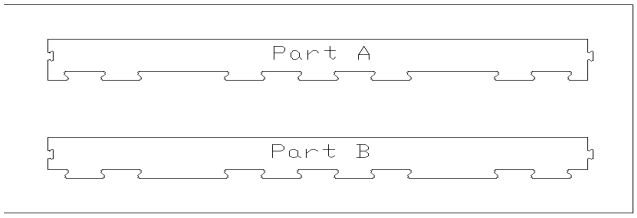
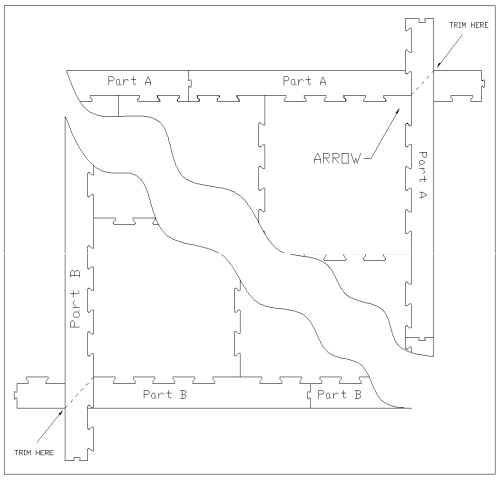

Figure 1
Figure 2
- **b.** Starting with Part A (Fig. 1), align the interlocking tabs of the reducer strip to the interlocking tabs of the tile (Fig. 2).
- **c.** Starting with Part B (Fig. 1), align the interlocking tabs of the reducer strip to the interlocking tabs of the tile (Fig. 2).
- **b.** Using a carpenter square or straight edge create a line from the corner of the tile to the outside overlapped intersection of the reducer strips (Fig. 2).